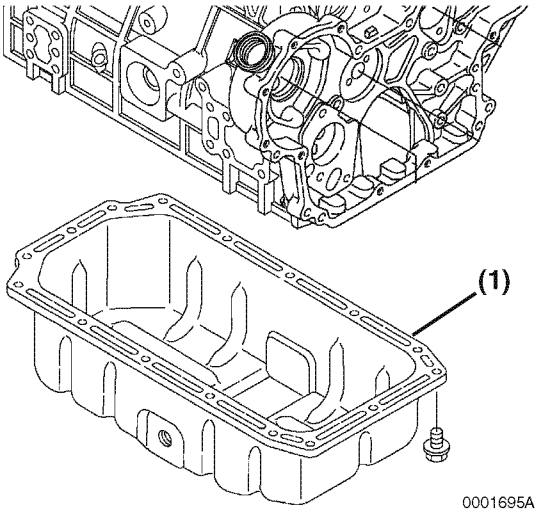

Figure 6-152
2. Apply a continuous bead of ThreeBond Liquid Gasket No. 1212, Yanmar Part No. 977770-01212 to the mounting surface of the oil pan **(Figure 6-152, (1))**. Be sure to circle each bolt hole.